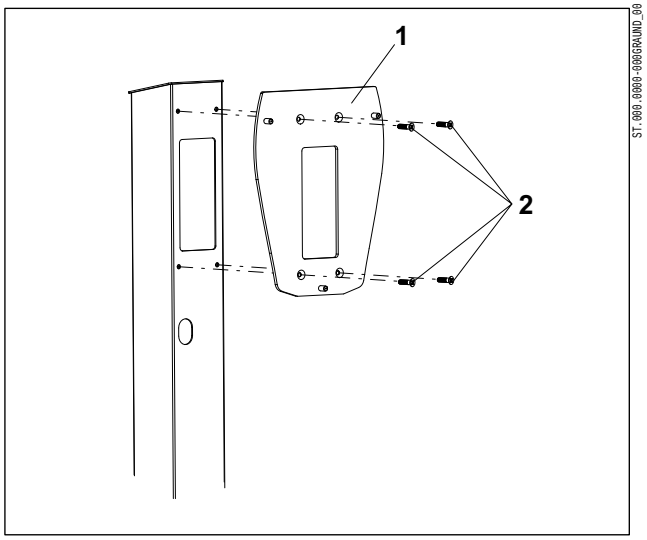

Abb. 1 Befestigung der Adapterplatte
1. Befestigen Sie die Adapterplatte (Abb. 1/1) mithilfe der beigepackten vier Senkkopfschrauben M6x16 (Abb. 1/2) an der Stele. Anzugsmoment 7 Nm.